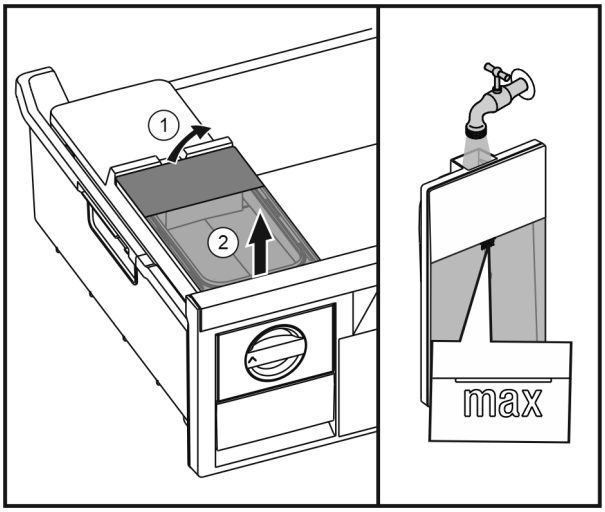

Fig. 30
▶ Lift up the water tank at the rear *Fig. 30 (1)* and take it out upwards *Fig. 30 (2)*.